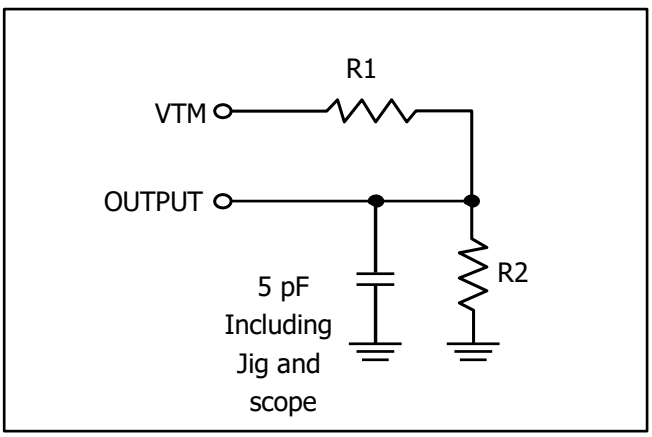

Figure 2
2. Tested with the load in Figure 2. Transition is measured ±100 mV from steady-state voltage. Not 100% tested.
3. Tested with the load in Figure 2. Transition is measured ±100 mV from steady-state voltage. Not 100% tested.